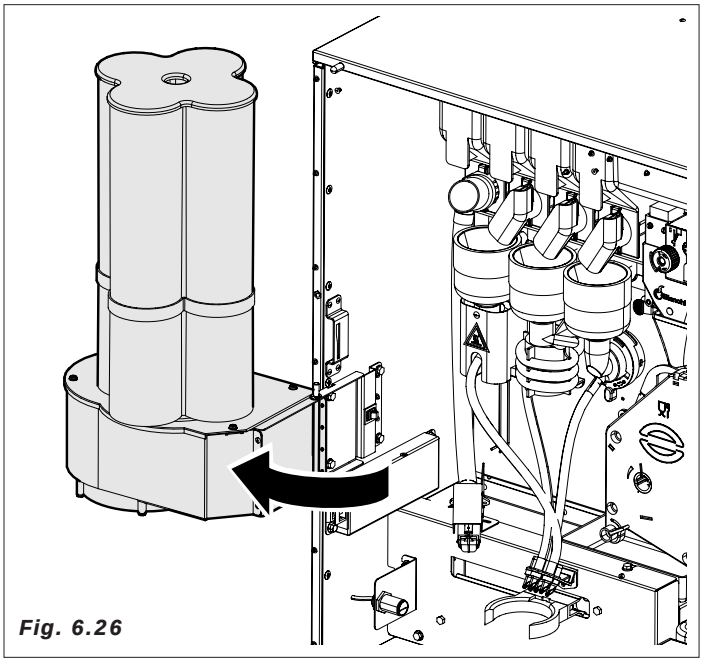

Fig. 6.26
- Desenganche y gire hacia el exterior el grupo columna vasos (Fig. 6.26) hasta que se pueda extraer la tapa de la columna.